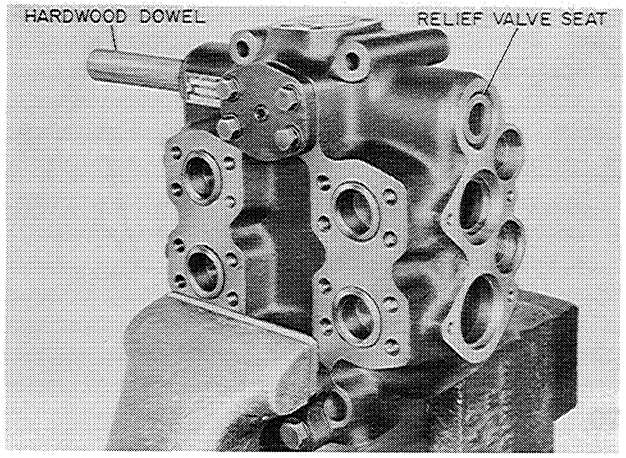

Figure D-65
5. Remove the relief valve seat by first placing a 1-1/16" hard wood dowel in through the valve body as shown in Figure D-65. Tap lightly with a rawhide hammer to remove the valve seat.